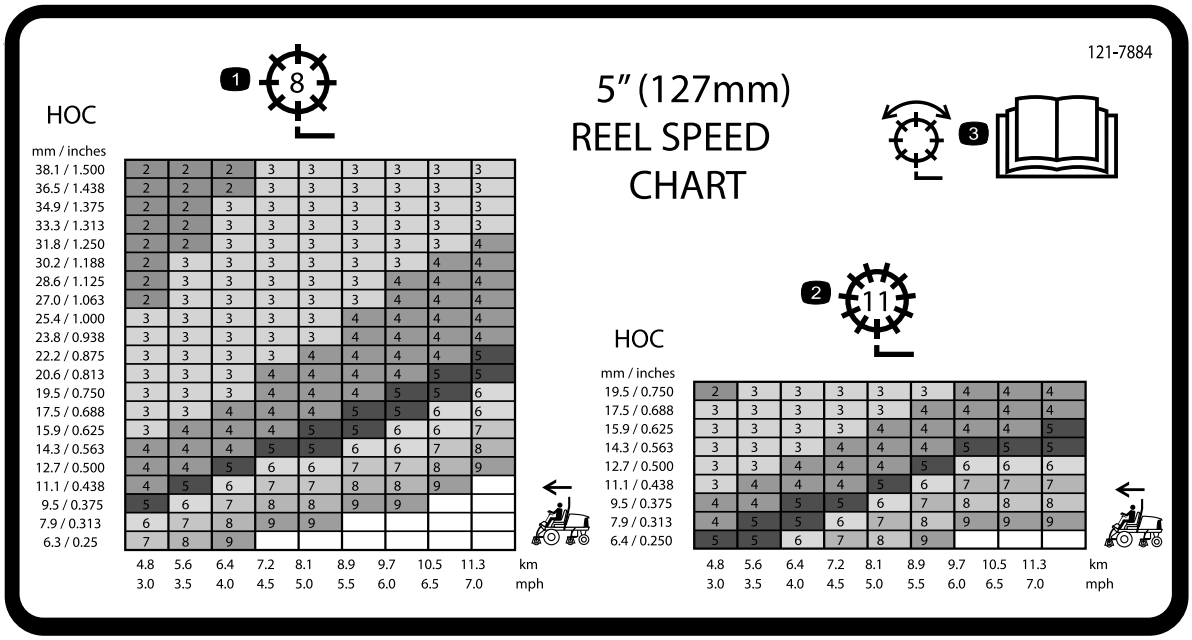
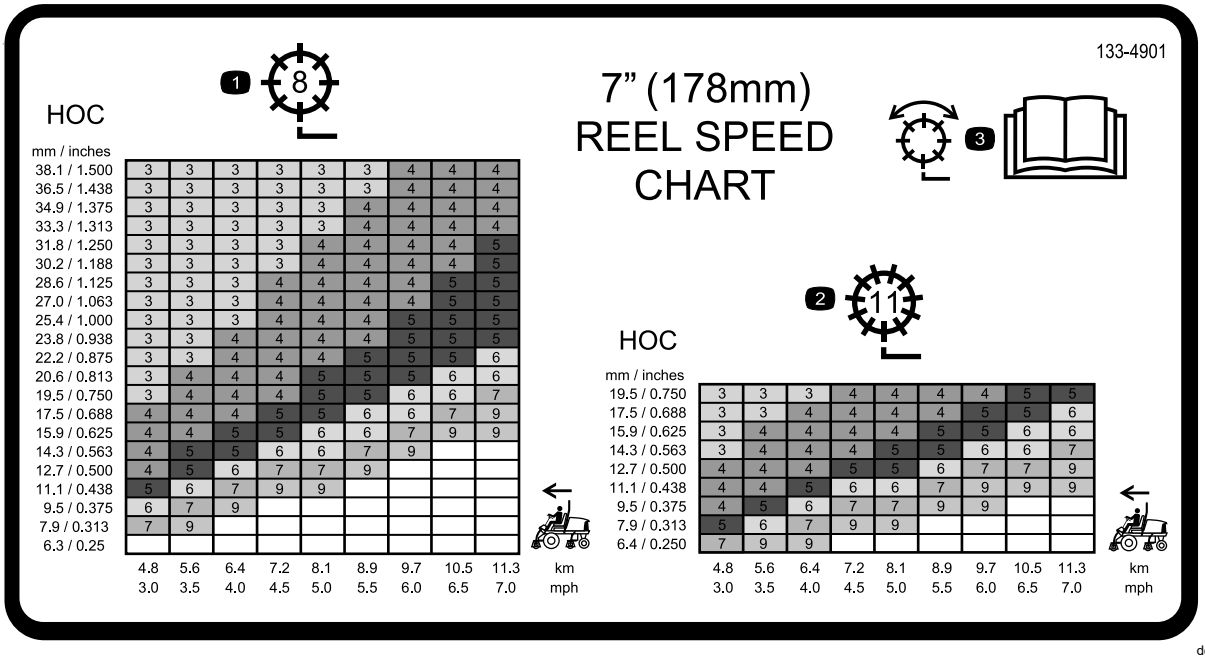

Figur 35
Figur 36
3. Brug oversigten over knivcylindernes hastighed på mærkaterne (Figur 35 og Figur 36) for at finde den rigtige knivcylinderindstilling.